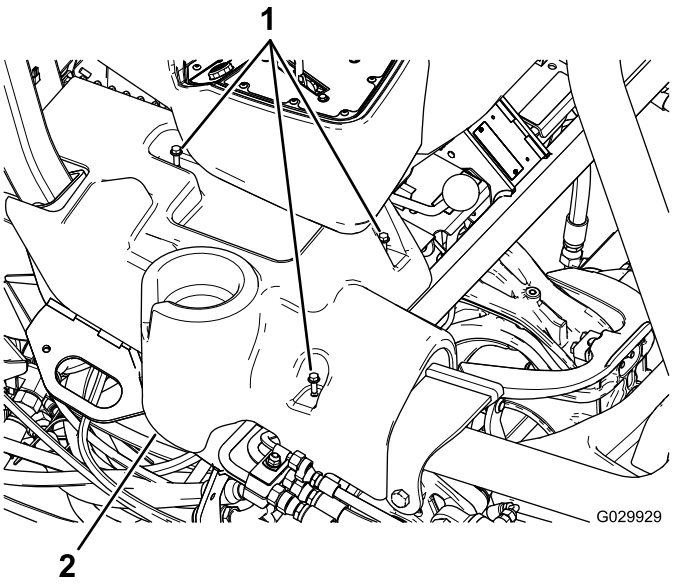

Figur 12
1. Ret bolthullerne i den nye højre konsol ind efter bolthullerne i maskinen (Figur 12).